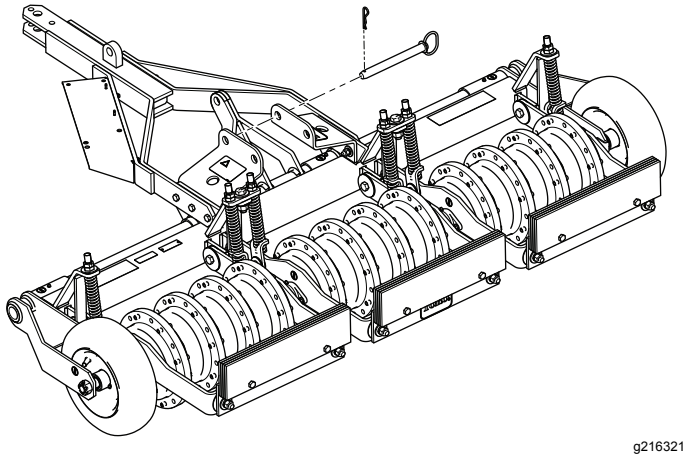

Figur 8
5. Monter låsestiften, og fastgør den med den lille splitter som vist i Figur 8.